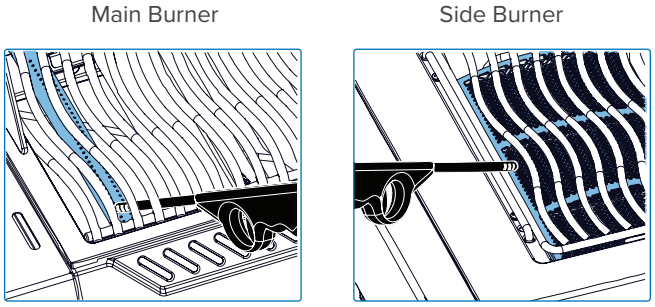

Fig. 8
3. Turn the corresponding burner knob counter-clockwise to the HIGH position until it lights **(Fig. 8).**